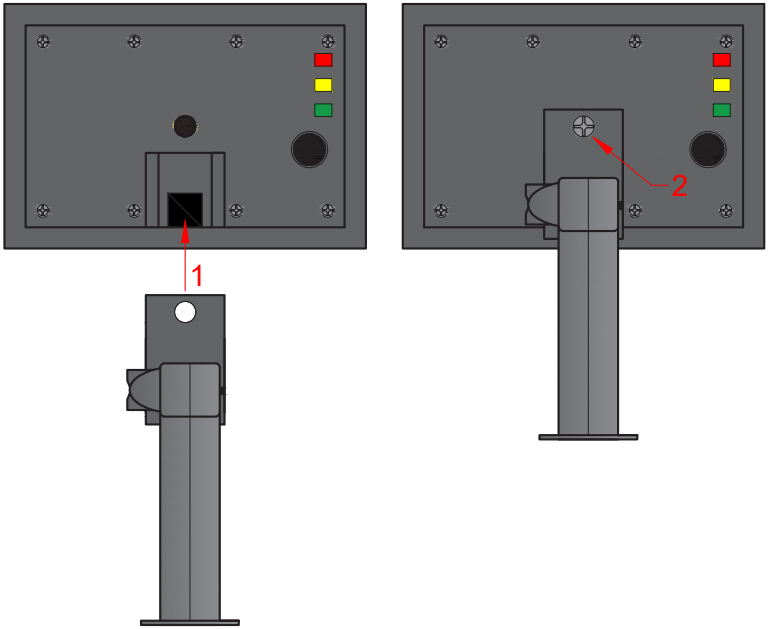

Рисунок 5.3 - Монтаж кронштейна
Для монтажа кронштейна (рисунок 5.3) установите кронштейн (1) и зафиксируйте винтом (2).